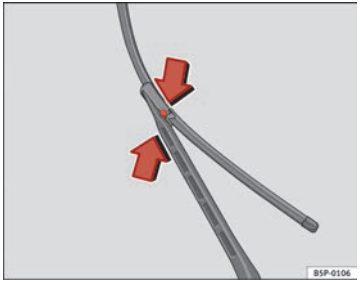

Abb. 171 Scheibenwischerblätter vorne auswechseln ▶
– Drücken Sie auf die seitlichen Sperren und ziehen Sie das Wischerblatt in Pfeilrichtung heraus ⇒ Abb. 171.